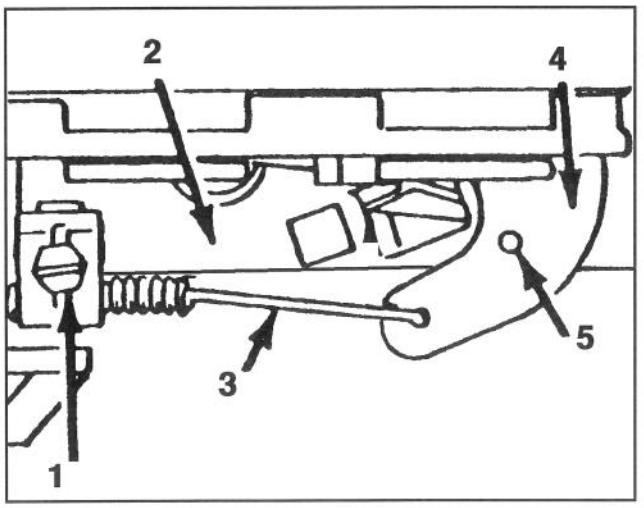

Abb. 21
3. Die Schraube der Kabelklemme lösen, bis das Gaszugkabel durchrutscht (Abb. 21).
4. Das Gaszugkabel nach links oder rechts bewegen, bis die Löcher im Gashebel mit denen in der Halterung übereinstimmen (Abb. 21).